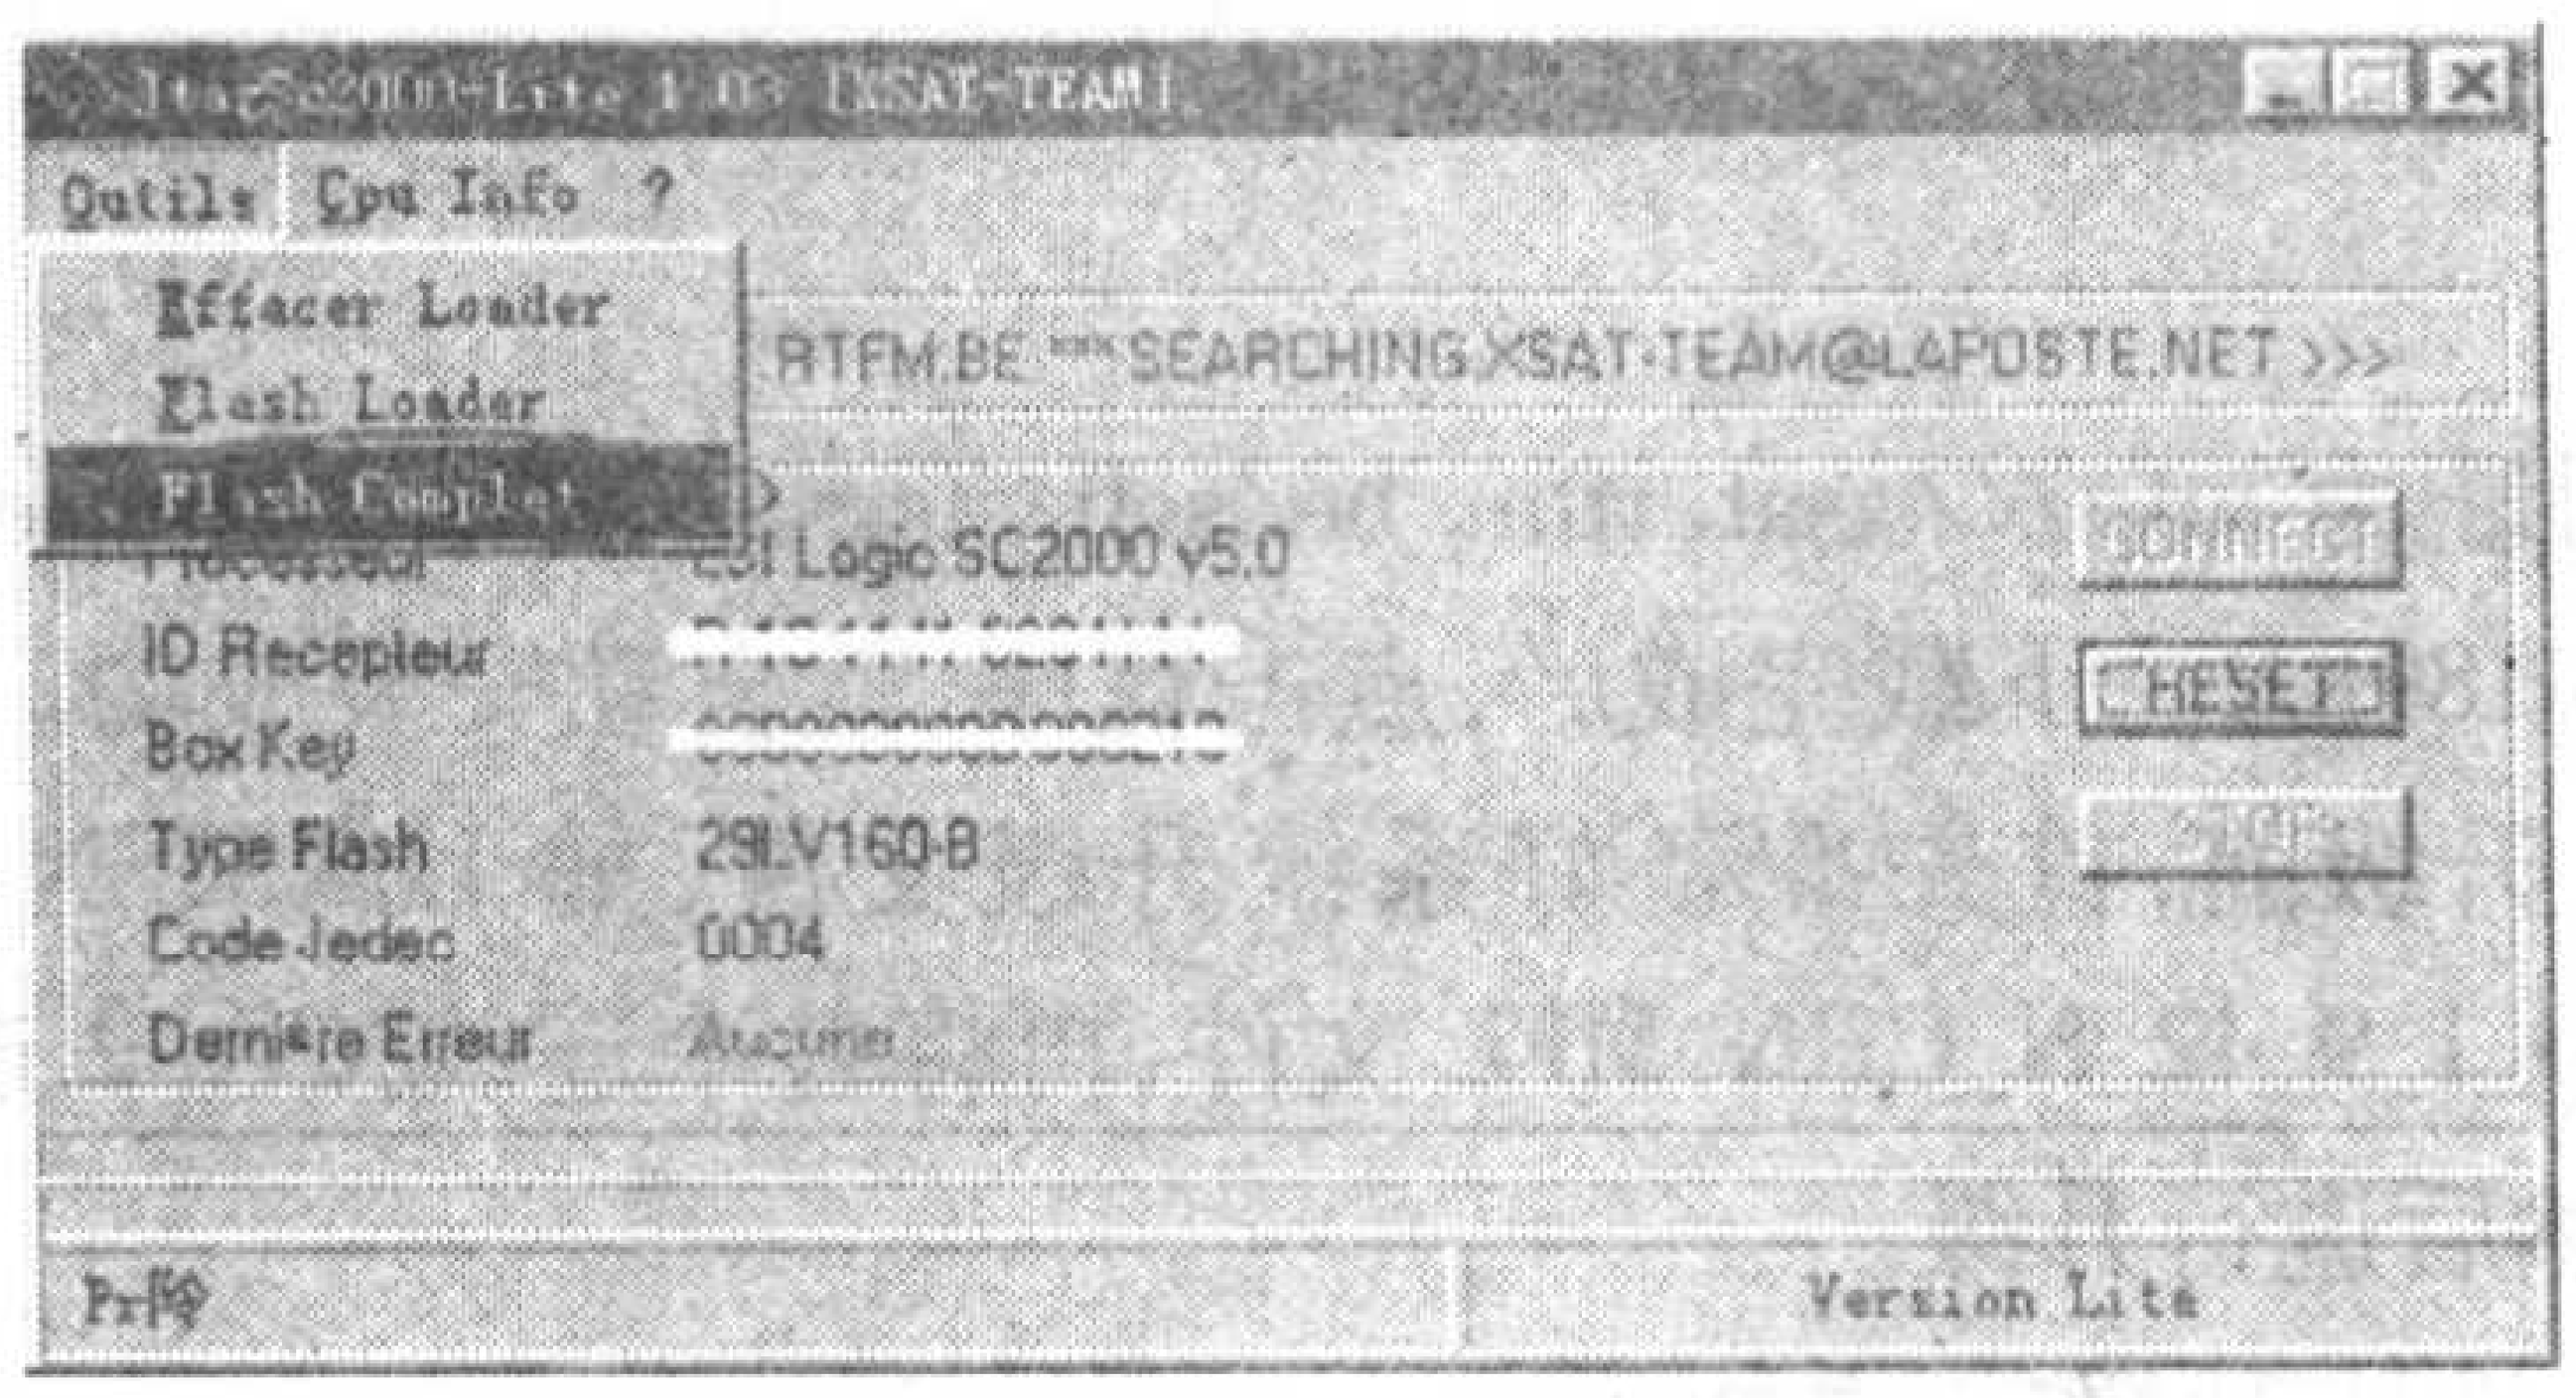
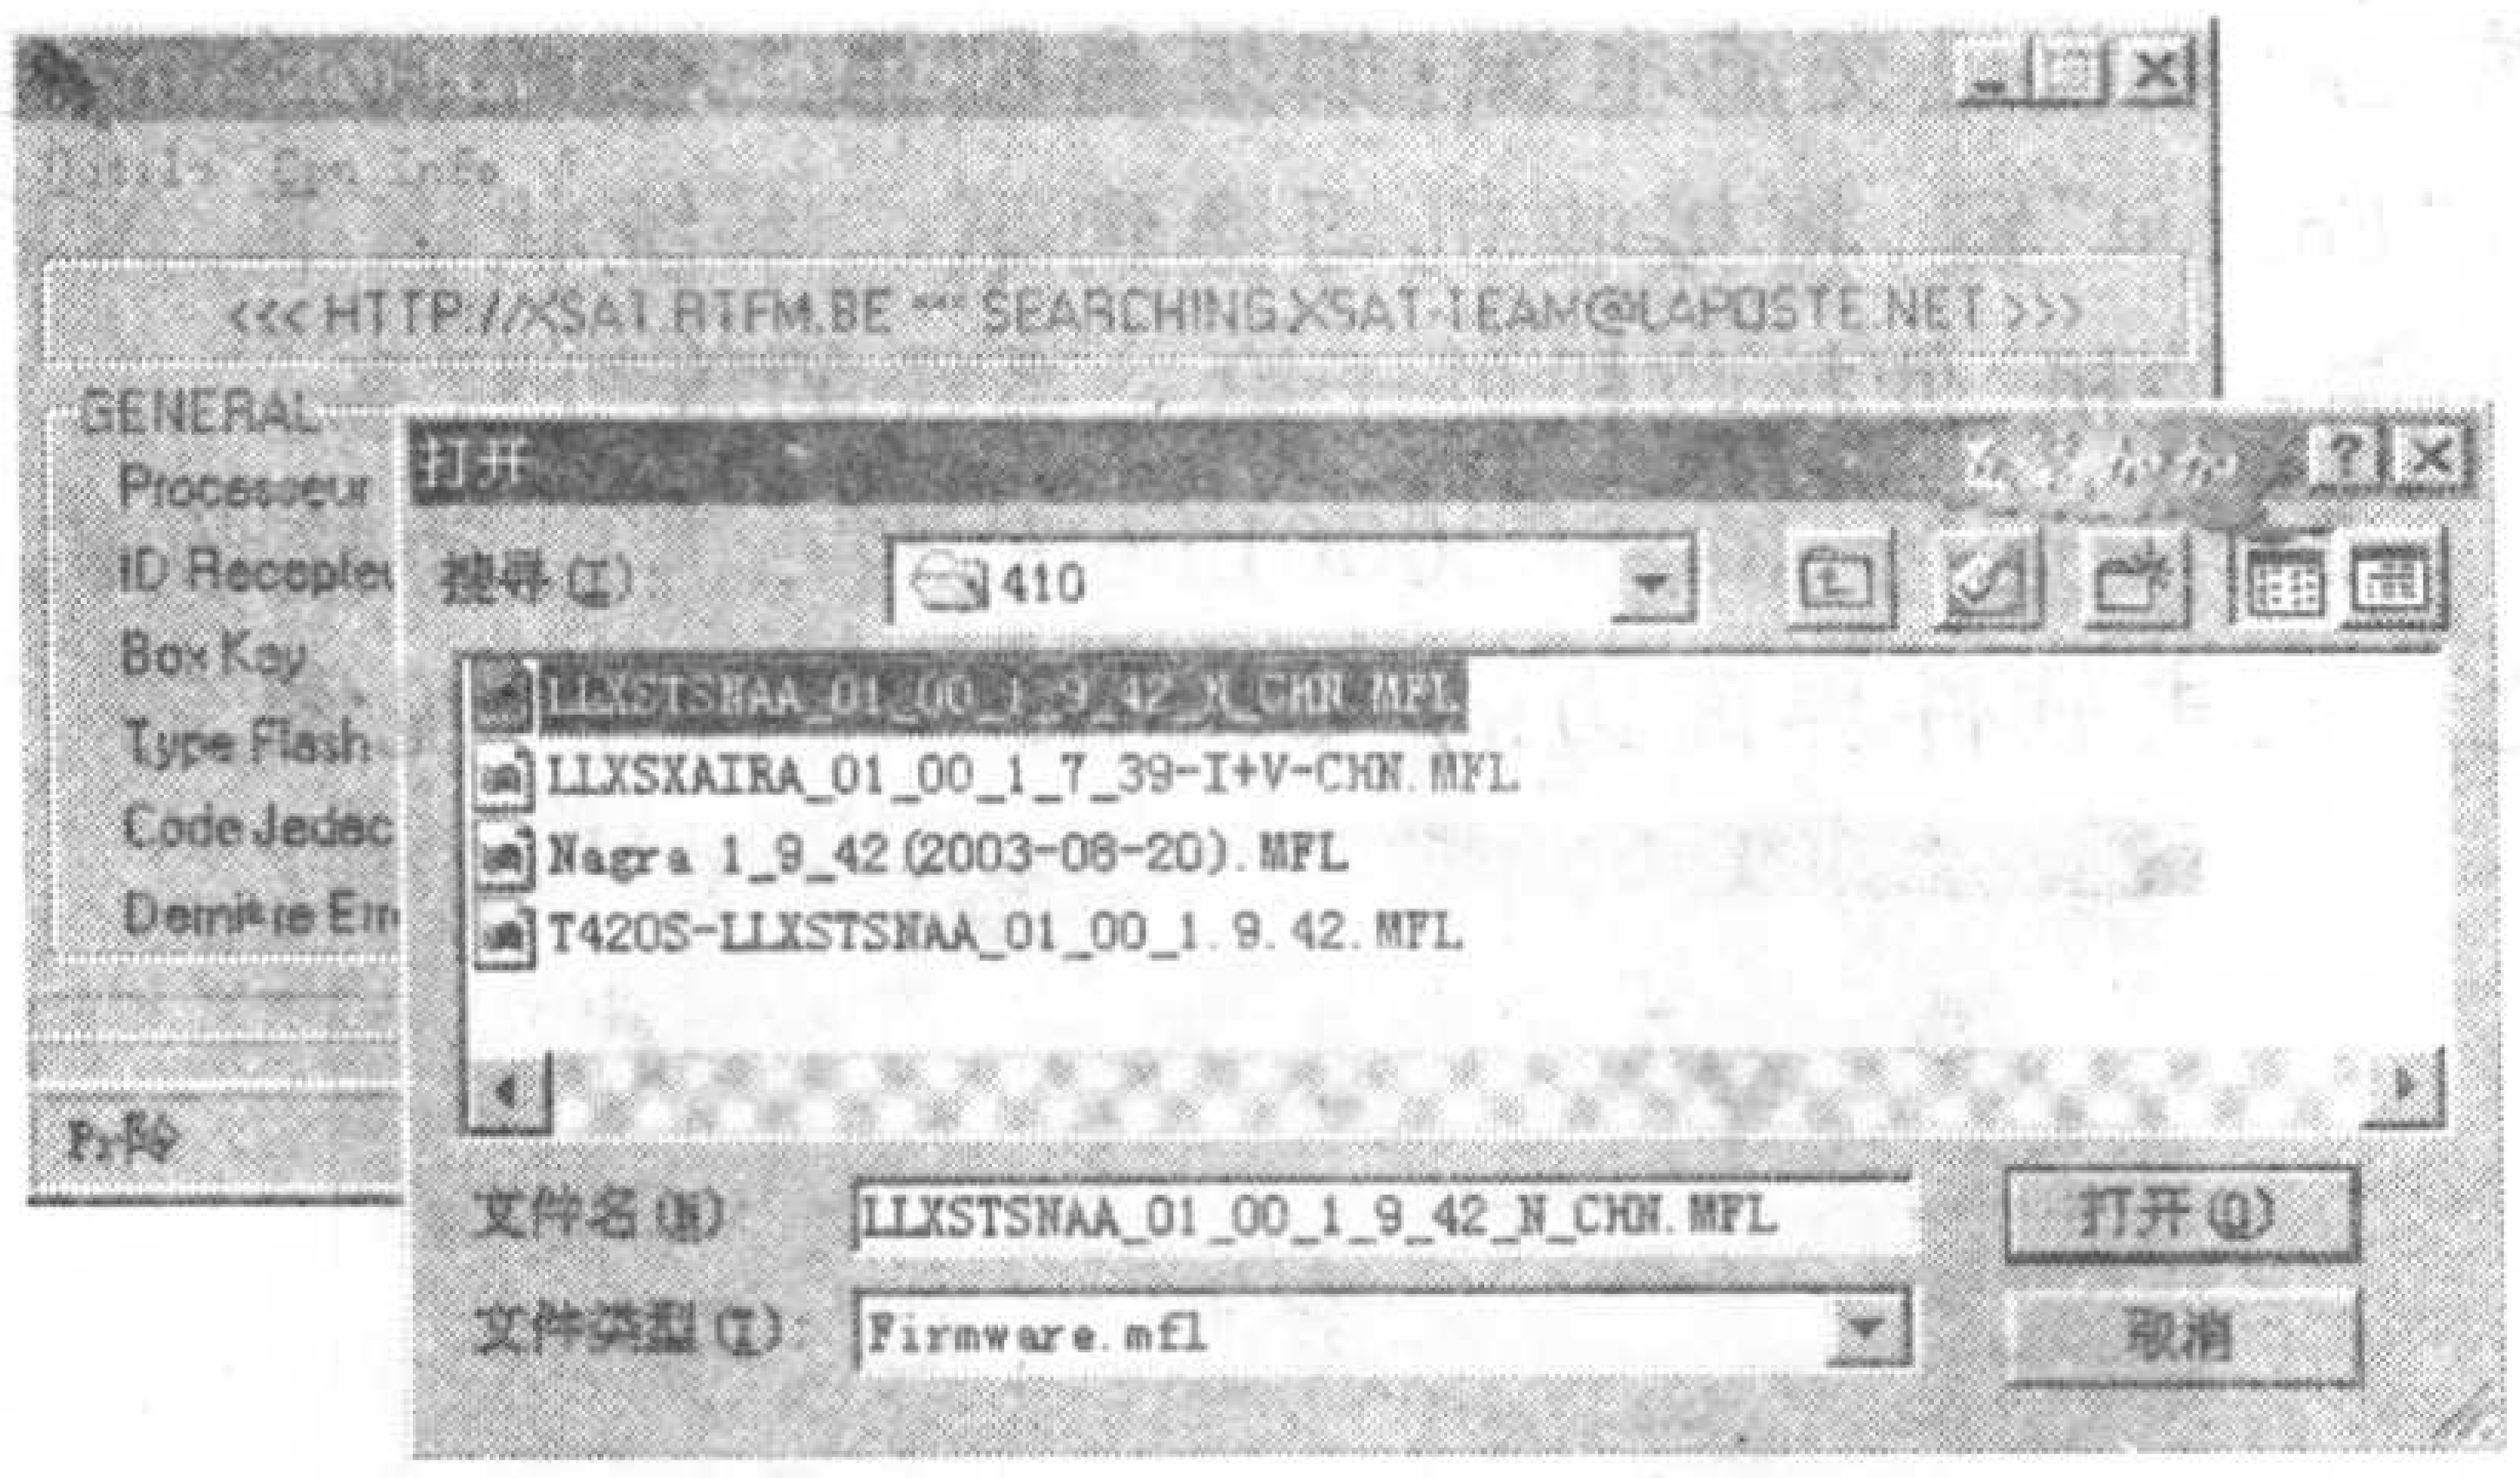

图 8
图 9
5. 通过 Qutils→FLASH Complet 操作,打开系统文件,选择系统文件(见图 8、图 9)。